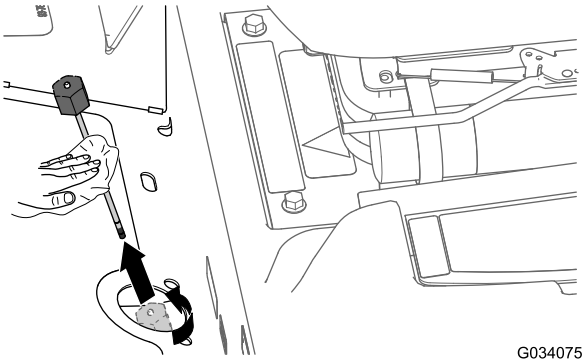

Figur 83
2. Løsn målepindsdækslet (Figur 83), fjern målepinden fra transakslens påfyldningsrør og tør målepinden af med en ren klud.